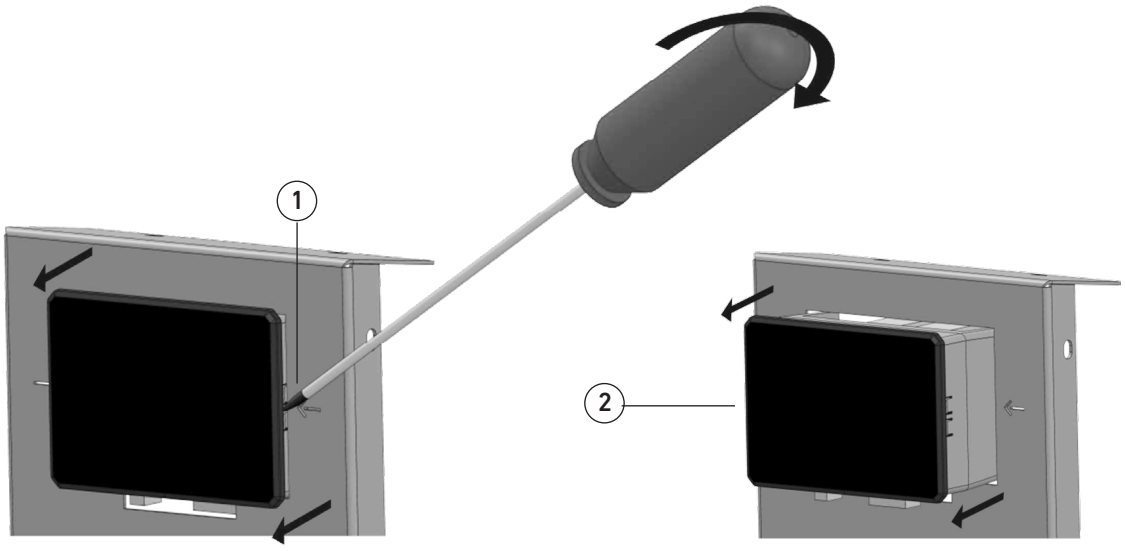

fig. 20
- Ruotare leggermente il cacciavite verso la lamiera e premere delicatamente in direzione della freccia per sganciare i denti di fissaggio della centralina (fig. 20 part. 1) ed estrarla dalla sua sede (fig. 20 part. 2);
- Estrarre la centralina e rimuovere gli spinotti di collegamento (fig. 20 part. 2).